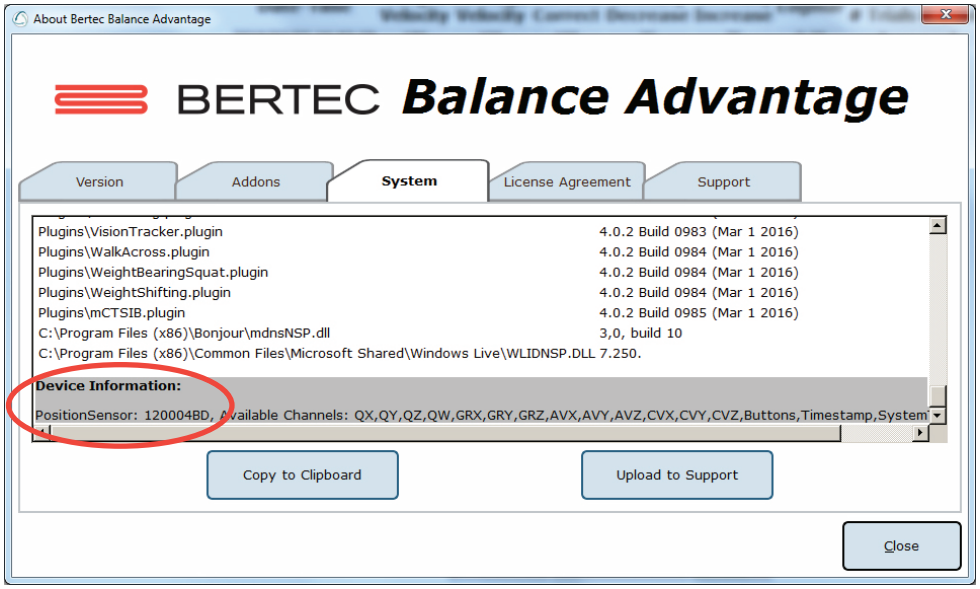

Figura 24. Comprobar la conexión del casco de realidad virtual
d. Haga clic en la pestaña «System» (Sistema) y desplácese hacia abajo. Seleccione Device (Dispositivo). Se lista la información para verificar el casco de realidad virtual (Figura 24).